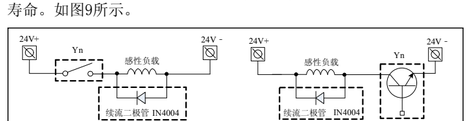

图9　直流负载电路
⑥ 电感性负载。
⑦ 互锁电路：利用外部电路形成互锁，并在PLC的程序中执行互锁，确保任何异常突发状况发生时，均有安全的保护措施。
⑧ 白炽灯。
⑨ 续流二极管：PLC的输出继电器没有内部保护电路，因此在使用直流电感性负载时，请并联接上一个反向电流二极管（必须能承受负载电压的5～10倍；正向电流必须大于负载电流），可增加接点寿命。如图9所示。